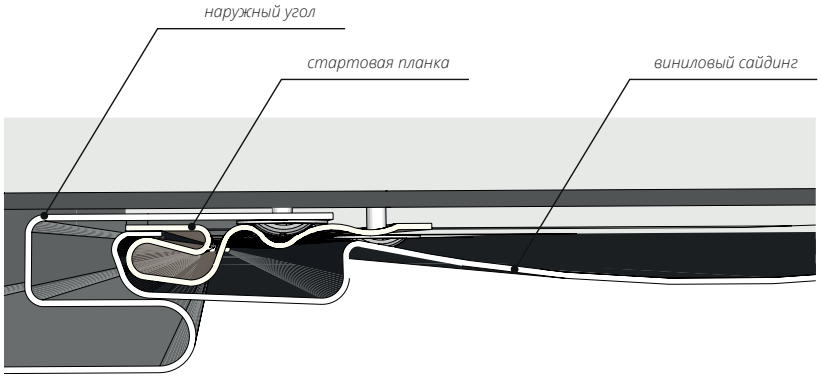

Рисунок 73
15.1 Установите и смонтируйте первую панель сайдинга, заведя ее в стартовую планку (рис. 73).